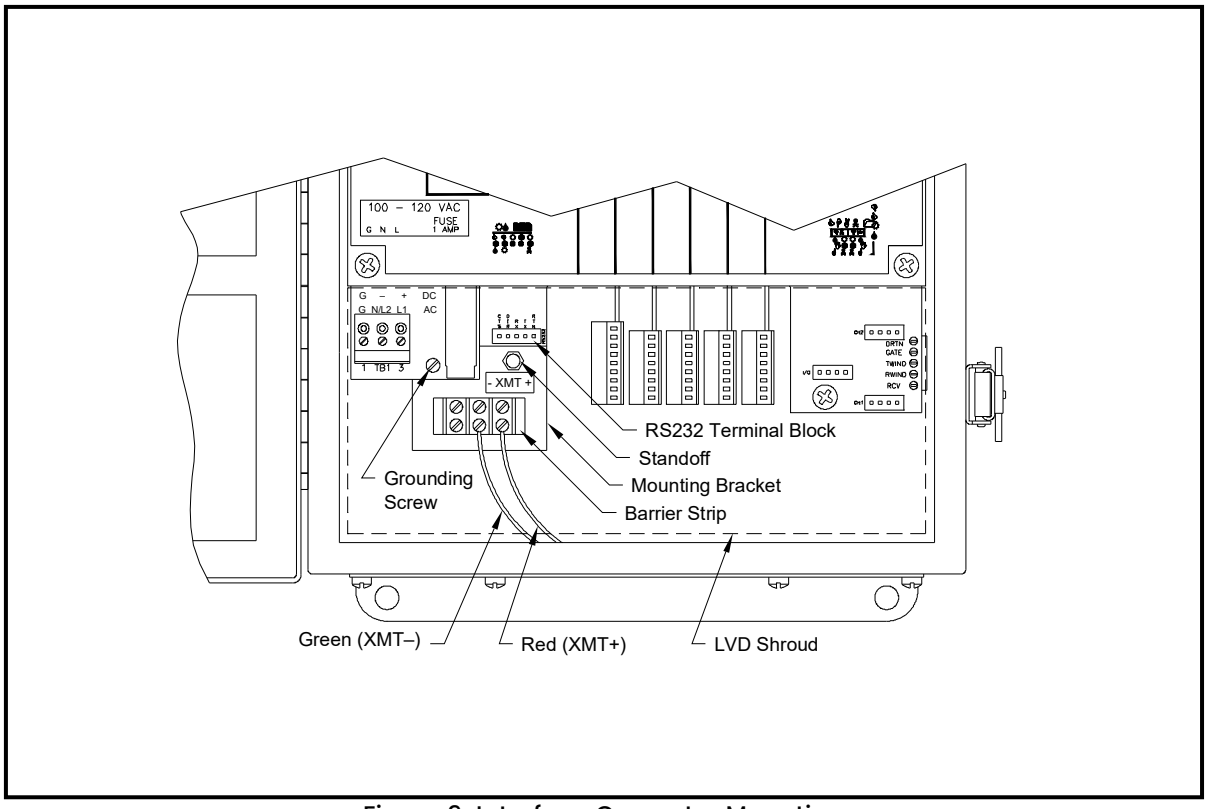

Figure 9: Interface Converter Mounting
A special bracket containing the serial interface converter and a three-terminal barrier strip is mounted inside the Model GF868, just below the RS232 terminal block (see *Figure 9*). The standard **RS232** terminal block is wired to the input of the serial interface converter, and the RS485 output of the serial interface converter is wired to the barrier strip.
Standard factory wiring of the RS485 serial interface is configured for point-to-point wiring. That is, a single Model GF868 may be wired directly to a single personal computer. To connect the RS485 serial interface, refer to *Figure 9 on page 63* and complete the following steps:
3. Remove the serial interface converter ***mounting bracket*** by removing the standoff located just below the **RS232** terminal block and the grounding screw on its left (see *Figure 9 on page 63*).